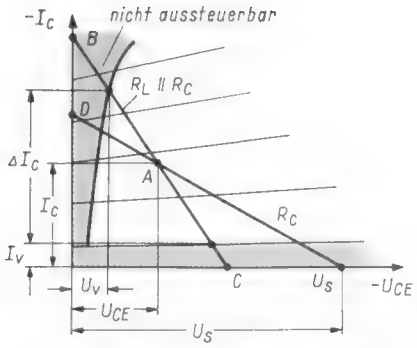

Bild 5. Nicht aussteuerbare Gebiete des Kennlinienfeldes
Trägt man die so gewonnene dynamische Arbeitsgerade in das Transistor-Kennlinienfeld ein, so stellt man fest, daß sie Gebiete des Kennlinienfeldes überstreicht, die man nicht aussteuern kann oder will, z. B. wegen des Kollektor-Reststromes oder der Verzerrungen an den Rändern des Diagramms. Bezeichnet man diese nicht aussteuerbaren Teile der Arbeitsgeraden von der Abszisse an gemessen mit I_v und von der Ordinate aus mit U_v *(Bild 5)*, so kann man Gleichung (1) genauer formulieren zu:
Die Kontrolle erfolgt durch Eintragung der statischen und dynamischen Widerstandsgeraden in das U_{CE}/I_C-Kennlinienfeld des Transistors (Bild 5). Zum leichteren Auffinden der Punkte A bis D dienen die folgenden Formeln: